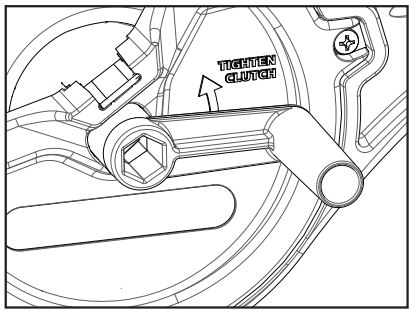

Figure 25
3. Installez le gabarit hexagonal de la poignée qui devra correspondre au gabarit hexagonal du tambour. Une fois installé, vous pouvez commencer à faire partir votre poids à la manivelle. (Figure 25)